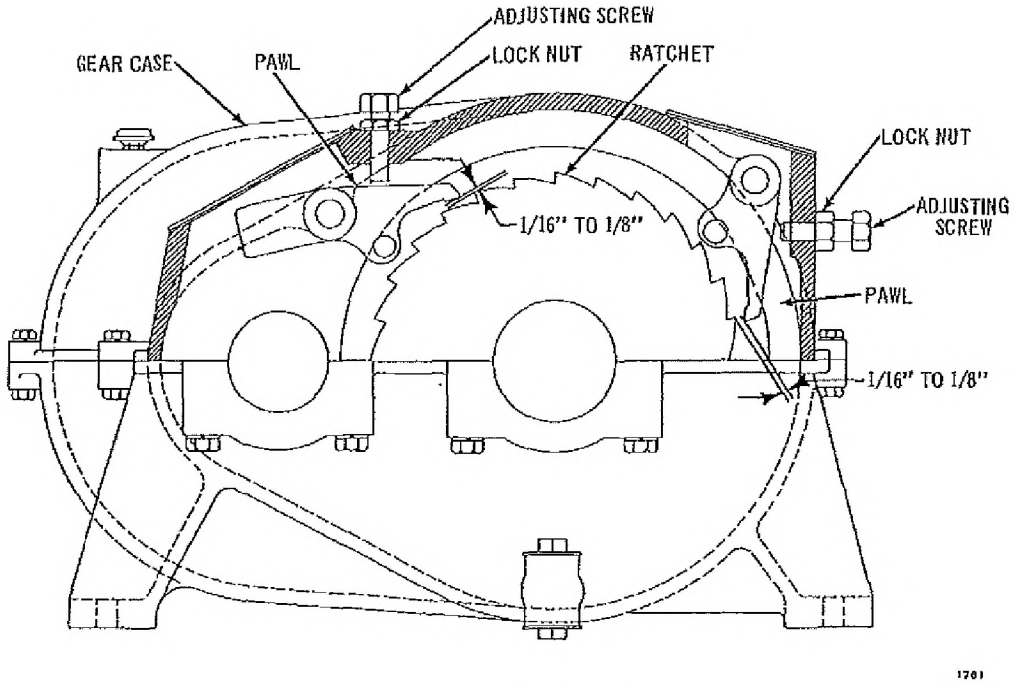

Figure 8-4. Load Brake Pawl Adjustment (100A2546)
1. Loosen an adjusting screw locknut. See Figure 8-4.